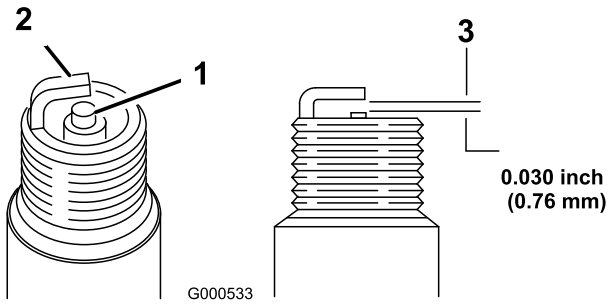

Figur 32
5. Juster åpningen på pluggen til 0,76 mm. Se Figur 32.